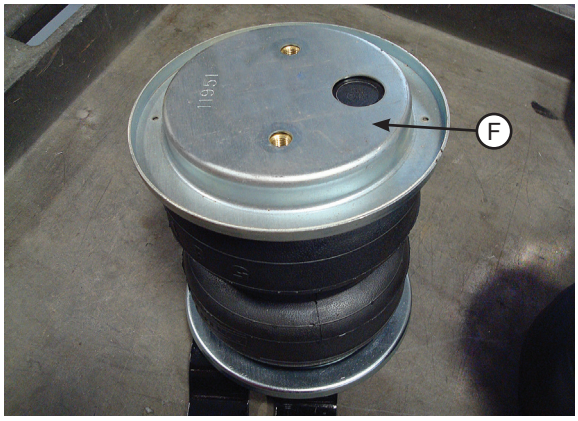

fig. D.9
3. Flip the assemblies over and set a roll plate (F) onto the bottom of the air springs (Fig. D.9).